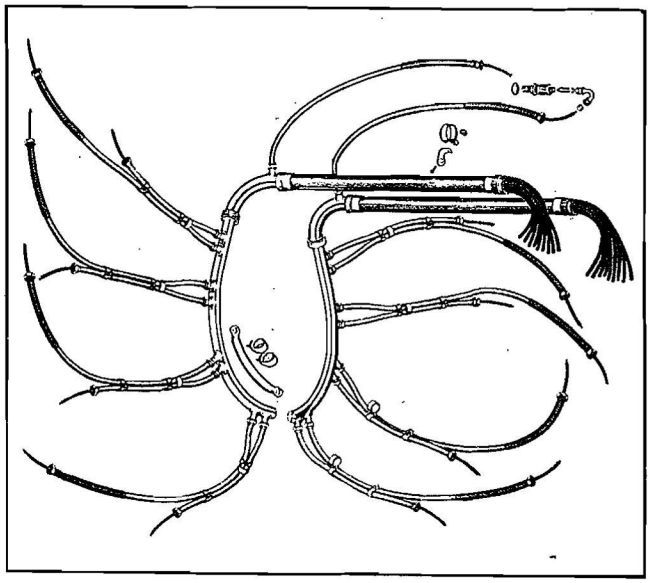

Figure 28—Ignition Harness
b. The ignition wire is rubber insulated and covered to prevent wear and deterioration. A manifold extending around the outside of the crankcase front section at the parting surface conducts the ignition leads to the front and rear spark plugs of each cylinder. All parts of the ignition wire assembly are shielded to eliminate radio interference. Refer to Figure 28.